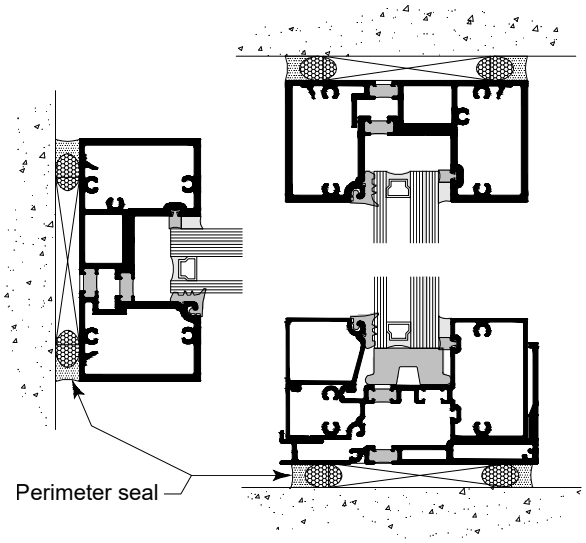

Fig. 27.3
I. Once the frame is anchored to the structure, apply exterior perimeter seal at head, sill and jambs. At interior, apply perimeter seal at head and jambs. Seal at sill flashing is for cosmetic purposes as required. SEE Fig. 27.3.